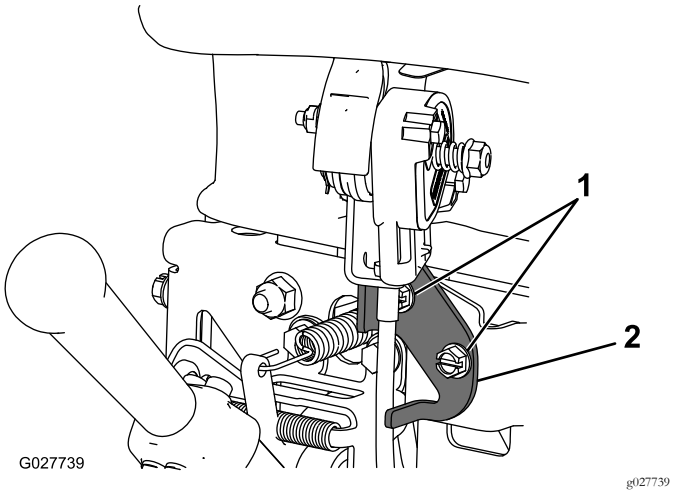

Rysunek 33
2. Poluzuj 2 elementy mocujące dźwignię przepustnicy (Rysunek 33).